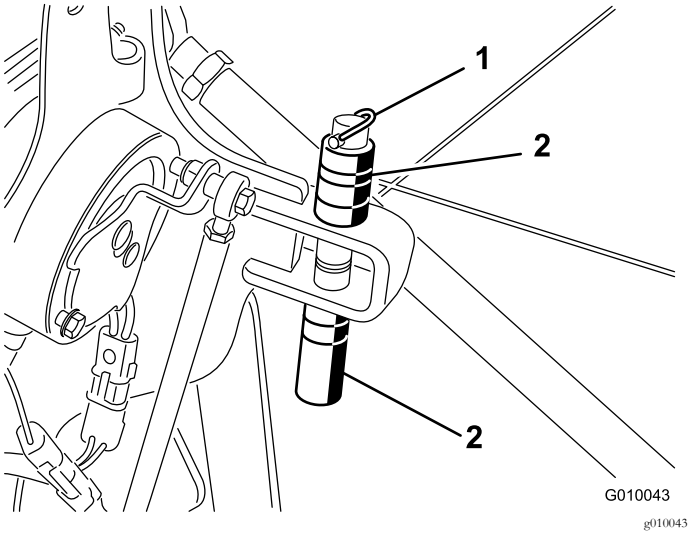

Figur 28
2. Fjern ringstiften som holder avstandsstykkene og dybdestiftene (Figur 28).